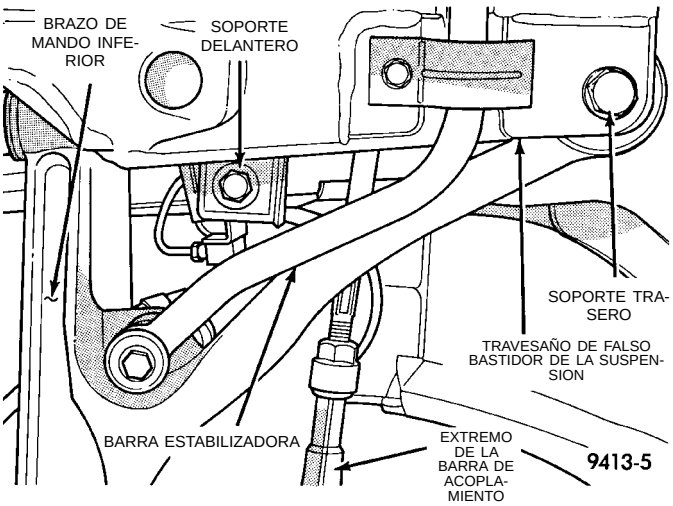

Fig. 1 Travesaño de falso bastidor de la suspensión delantera
(1) Eleve y apoye el vehículo sobre caballetes de seguridad.
(2) Marque con un dispositivo adecuado el contorno del travesaño de falso bastidor de la suspensión en la caja de torsión del bastidor, alrededor del emplazamiento de montaje trasero.
(3) Retire del vehículo las ruedas delanteras.
(4) Retire los pernos retenedores que sujetan las articulaciones de rótula delanteras a los vástagos.
(5) Separe las articulaciones de rótula de los vástagos.
(6) Coloque un dispositivo de elevación adecuado debajo del travesaño de falso bastidor.
(7) Retire los pernos que sujetan el travesaño de falso bastidor de la suspensión a los largueros del bastidor, sobre los brazos de mando inferiores (Fig. 1).
(8) Retire los pernos que sujetan el travesaño de falso bastidor a las cajas de torsión del bastidor y deje que la parte anterior del travesaño se balancee hacia abajo.
(9) Retire los pernos que sujetan el mecanismo de dirección al travesaño de falso bastidor.
(10) Separe el mecanismo de dirección del travesaño de falso bastidor.
(11) Asegure el mecanismo de dirección a una estructura que esté por encima de él, a fin de sostenerlo una vez retirado el travesaño de falso bastidor.
(12) Separe el travesaño de suspensión delantero del resto del vehículo.